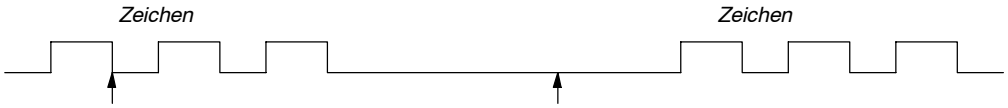

Bild 6-13 Beenden der Operation Meldung in Zwischenspeicher empfangen mit dem Meldungs-Timer
3. *Meldungs-Timer:* Der Meldungs-Timer beendet eine Meldung nach einer bestimmten Zeit nach dem Beginn der Meldung. Der Meldungs-Timer beginnt zu zählen, sowie die Startbedingung(en) für die Funktion zum Meldungsempfang erfüllt ist/sind. Der Meldungs-Timer läuft ab, wenn die Anzahl an Millisekunden, die in SMW92 oder SMW192 angegeben wurde, abgelaufen ist (siehe Bild 6-13).